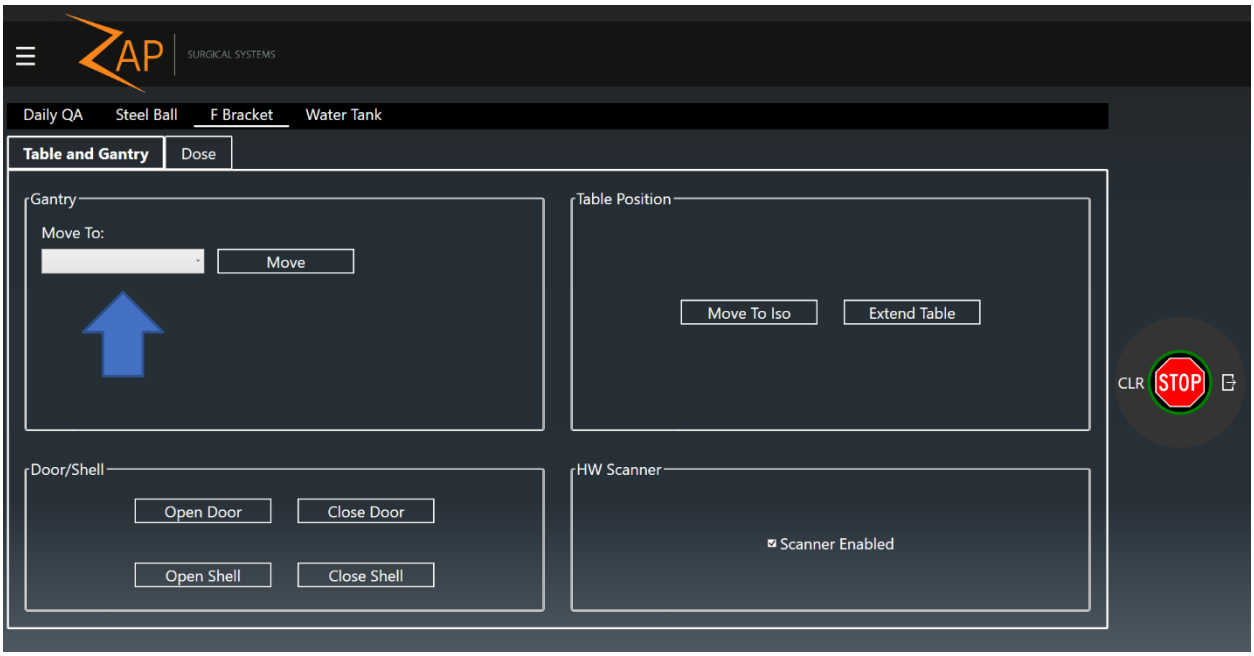

Figura 3-14 Pagina "F-Bracket", scheda "Table and Gantry" (Lettino e gantry). La freccia indica la selezione della posizione desiderata del cavalletto.
3. Verificare che il sistema sia nella posizione Home, altrimenti fare clic sull'Icona **Daily QA**. Poi selezionare la pagina **F-Bracket** e la scheda **Table and Gantry** (Lettino e Gantry). Nel menu a tendina, per **Gantry, Move To:** (Gantry, Sposta a:), selezionare Home e poi fare clic su **Move** (Sposta) (vedi Figura 3-14).
3. Verificare che il sistema sia nella posizione "North Pole" (Polo nord), altrimenti fare clic sull'icona **Daily QA** (QA giornaliero). Poi selezionare la pagina **F-Bracket** e la scheda **Table and Gantry** (Lettino e Gantry). Nel menu a tendina, per **Gantry, Move To:** (Gantry, sposta in:) selezionare **North Pole** (Polo nord) e poi fare clic su **Move** (Sposta) (vedi Figura 3-14).
3. Verificare che il sistema sia nella posizione desiderata, altrimenti fare clic sull'icona **Daily QA** (QA giornaliero). Poi selezionare la pagina **F-Bracket** e la scheda **Table and Gantry** (Lettino e Gantry). Nel menu a tendina, per "Gantry, Move To" (Gantry, sposta in:), selezionare la posizione desiderata e poi fare clic su Move (Sposta) (vedi Figura 3-14).